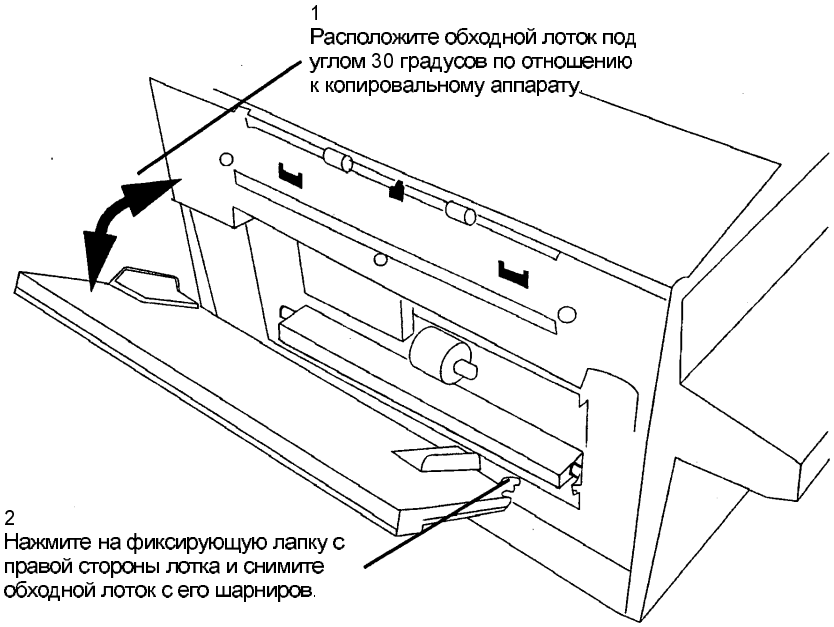

Рис. 2. Демонтаж обходного лотка.
4. Снимите обходной лоток (Рис. 2).
1. Установите на место обходной лоток, расположив его под углом 30 градусов по отношению к копировальному аппарату (смотрите Рис. 2).
2. Нажмите на фиксирующую лапку с правой стороны обходного лотка и вставьте лоток на его место в шарниры (смотрите Рис. 2).